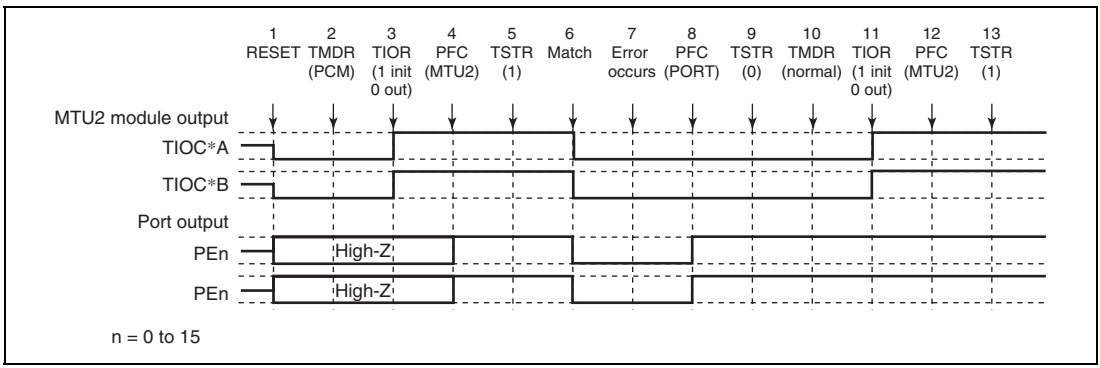

**Figure 10.154 Error Occurrence in Phase Counting Mode, Recovery in Normal Mode**
**Operation when Error Occurs during Phase Counting Mode Operation, and Operation is Restarted in Normal Mode:** Figure 10.154 shows an explanatory diagram of the case where an error occurs in phase counting mode and operation is restarted in normal mode after re-setting.
1 to 9 are the same as in figure 10.154.